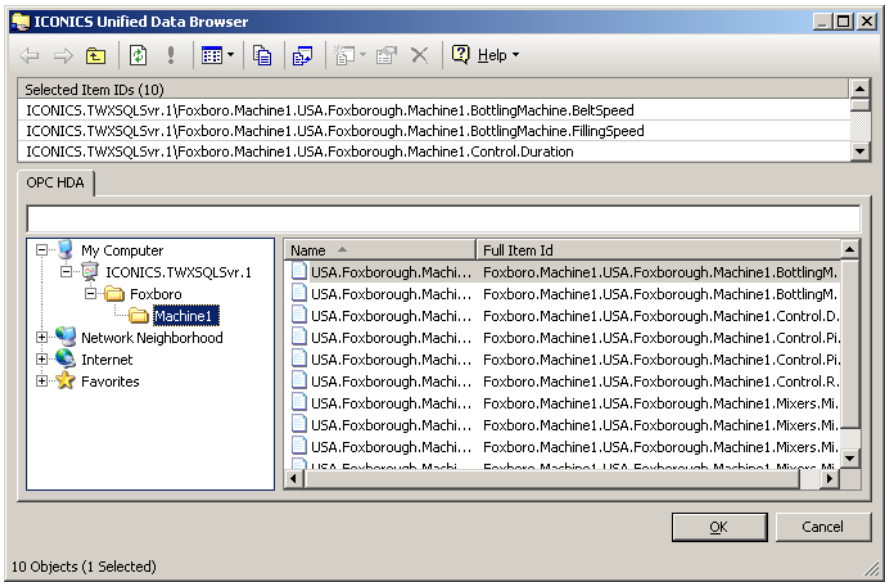

Figure L11.4 - Selecting the Logged Signals
3. Browse to My Computer → ICONICS.TWXSQLSvr.1 → Foxboro → Machine1, as depicted in Figure L11.4.